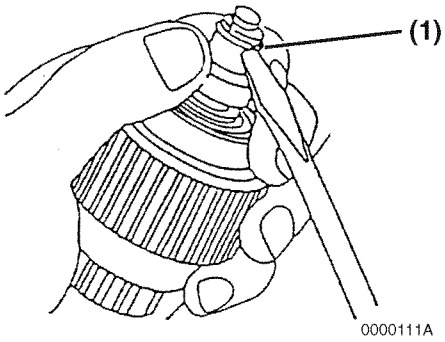

Figure 11-10
11. Using a flat-blade screwdriver, remove the retaining ring **(Figure 11-10, (1))** from the shaft of the pinion.